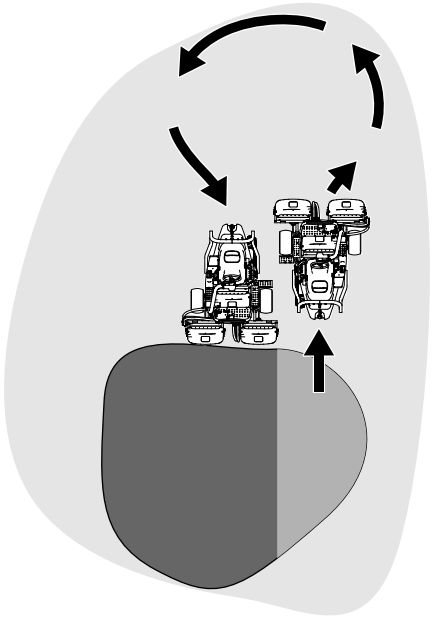

Figuur 21
6. U kunt de werktijd bekorten en de machine eenvoudiger voor de volgende maaibaan opstellen door de machine een ogenblik in de tegenovergestelde richting te draaien en daarna in de richting van het ongemaaide deel. Met zo'n druppelvormige bocht (Figuur 21) kunt u de machine snel in positie brengen voor uw volgende maaibaan.